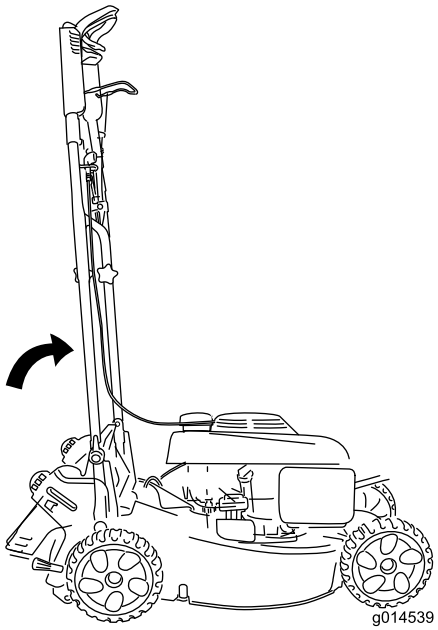

Figuur 28
- Om de maaier zo compact mogelijk op te bergen, brengt u de handgreep in de verticale stand (zie Figuur 28) en vergrendelt u de handgreep.